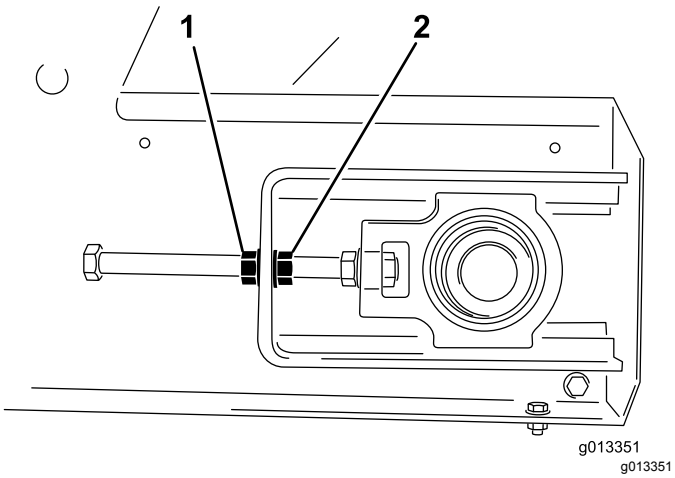

**Figuur 55**
4. Houd met 2 sleutels het uiteinde van de spanstang stationair en draai vervolgens de borgmoer los - dit is de moer die zich het dichtst bij het uiteinde van de stang bevindt (Figuur 55).
3. Houd aan de kant waar de band naartoe trekt het uiteinde van de spanstang stationair en draai vervolgens de borgmoer los en draai de stelmoer twee platte kanten van de moer verder vast (Figuur 55).